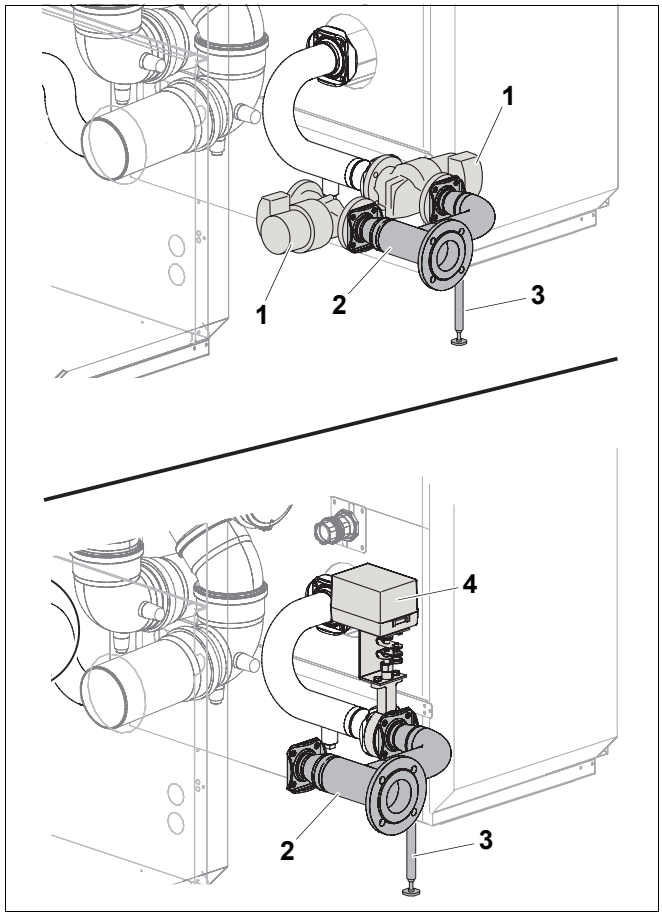
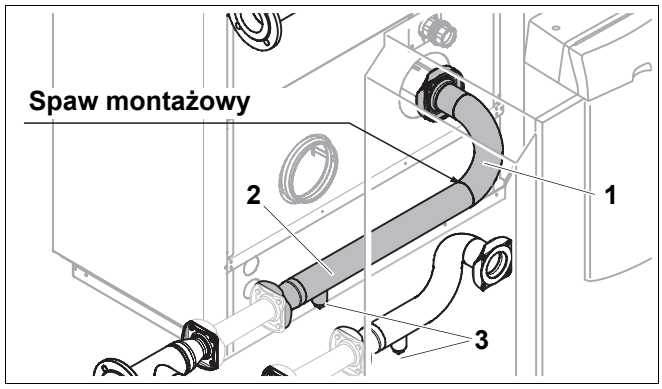

Rys. 11 Montaż łącznika na powrocie
Rys. 12 Przyspawanie długiej kształtki przewodu powrotnego
- Łącznik na powrocie (rys. 11, **poz. 2**) z uszczelką przykręcić do pompy (rys. 11, **poz. 1**) 4 śrubami i nakrętkami, jak pokazano na rys. 11.
- Włożyć podporę (rys. 11, **poz. 3**) pod łącznik na powrocie i ustawić właściwą wysokość, tak aby orurowanie powrotu nie było naprężone.
- Kołnierz części 2 długiej kształtki przewodu powrotnego (rys. 12, **poz. 2**) z włożoną uszczelką przyłożyć do drugiej pompy i przykręcić 4 śrubami i nakrętkami.
- Pierścieniowy zawór dławiący z siłownikiem (rys. 11, **poz. 4**) z 2 uszczelkami przykręcić między kształtką przewodu powrotu a rurą łączącą na powrocie (rys. 11, **poz. 2**), używając 4 śrub i nakrętek.
- Drugi pierścieniowy zawór dławiący z siłownikiem wraz z 2 uszczelkami przykręcić między częścią 2 długiej kształtki przewodu powrotu (rys. 12, **poz. 2**) a łącznikiem na powrocie (rys. 11, **poz. 2**), używając 4 śrub i nakrętek.
Złączka na przyłączu powrotu (rys. 12, **poz. 3**) jest przeznaczona do opróżniania.